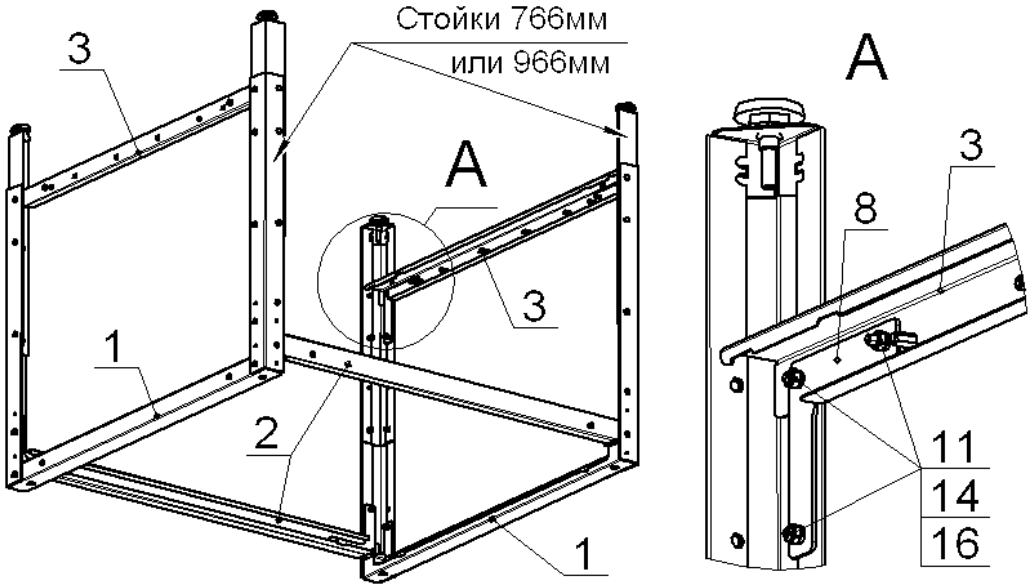

Рис.5
5. Закрепить на стойках 766 мм или 966 мм профили лицевые нижние (882мм), поз.3, при помощи угольников, поз.8, болтов М6, гаек и шайб, поз.11, 14 и 16, как показано на рис.5. Гайки не затягивать: